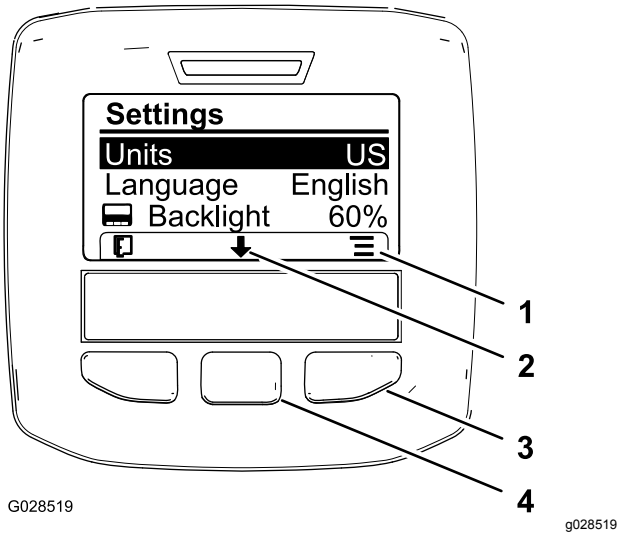

Rysunek 21
2. Aby zmienić jednostkę miar, naciśnij prawy przycisk wyboru (Rysunek 21).
- **Metryczne (SI):** km/h, litry, hektary
3. Aby zmienić język wyświetlacza, naciskaj środkowy przycisk wyboru (przycisk poniżej ikony strzałki w dół na wyświetlaczu), aż wybrana zostanie opcja Language (Język) (Rysunek 21).
4. Naciśnij prawy przycisk wyboru (przycisk poniżej ikony listy na wyświetlaczu), aby podświetlić jeden z języków na liście i wybrać język używany na wyświetlaczu (Rysunek 21).
6. Naciśnij lewy przycisk wyboru, aby powrócić do ekranu głównego (Rysunek 21).